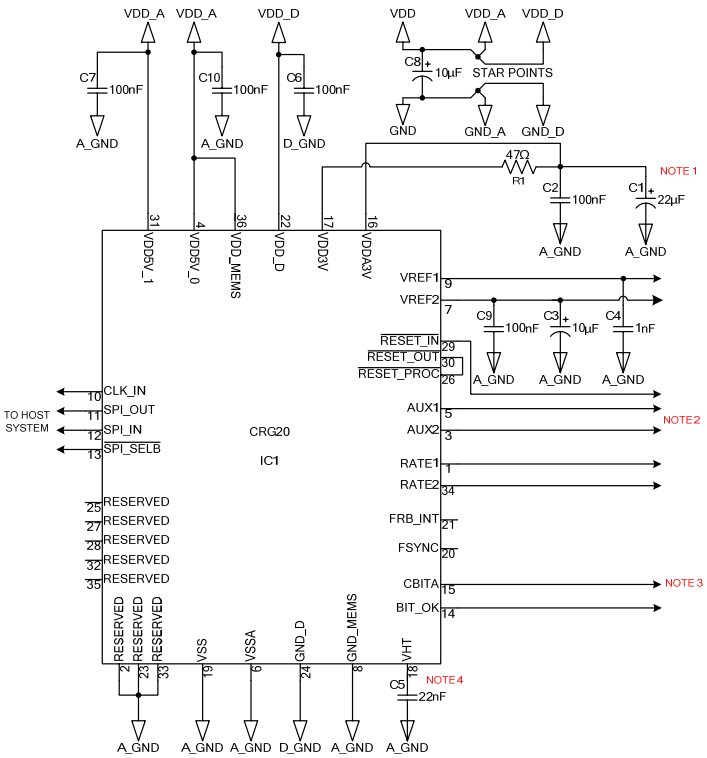

Figure 3
*[4] Operating voltage stated as 4.75V-5.25V (5V optimum). Device to be connected as per Figure 3.